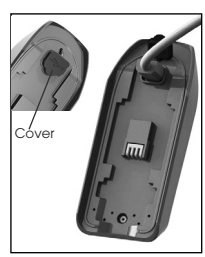

FIGURE 11
3. Connect the battery pack to the computer with the supplied micro-USB cord. To access the port on the battery pack, lift the cover (Figure 11). Alternately, connect the battery pack to a wall charger with the micro-USB cord.